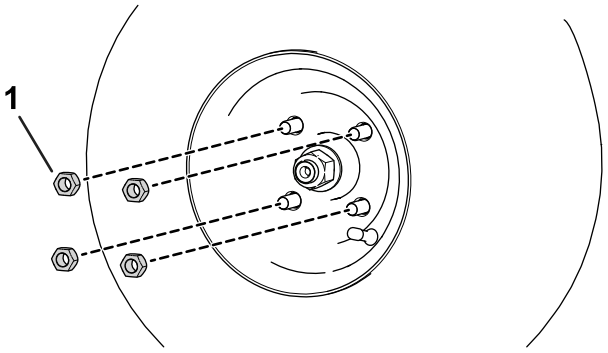

Figur 1
1. Lossa och ta bort hjulmuttrarna (Figur 1).